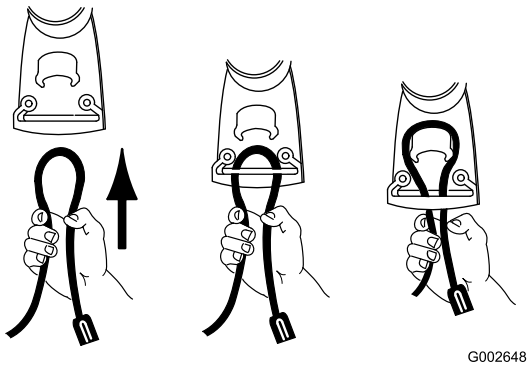

Bild 12
1. Machen Sie im Verlängerungskabel eine Schleife und befestigen Sie sie in der Kabelarretierung (Bild 12).